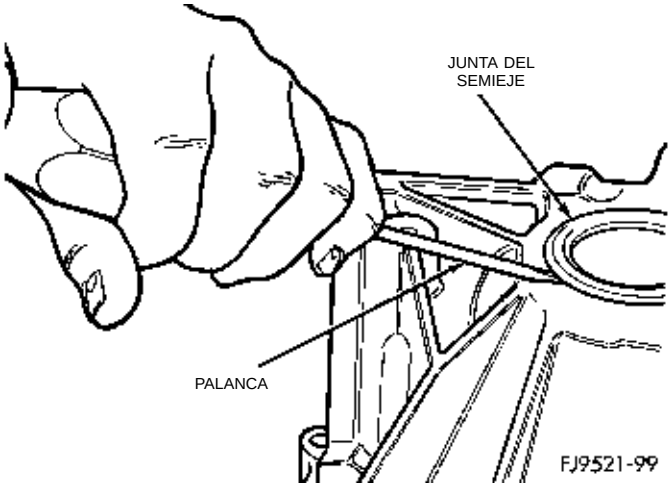

Fig. 22 Desmontaje de la junta del semieje
(1) Retire el semieje. Para información sobre los procedimientos de servicio, consulte el Grupo 2, Suspensión y ejes de transmisión.
(2) Inserte una herramienta de palanca de hoja plana en el borde externo de la junta del semieje (Fig. 22).
(3) Golpee ligeramente en la palanca con un martillo pequeño y retire la junta del semieje.